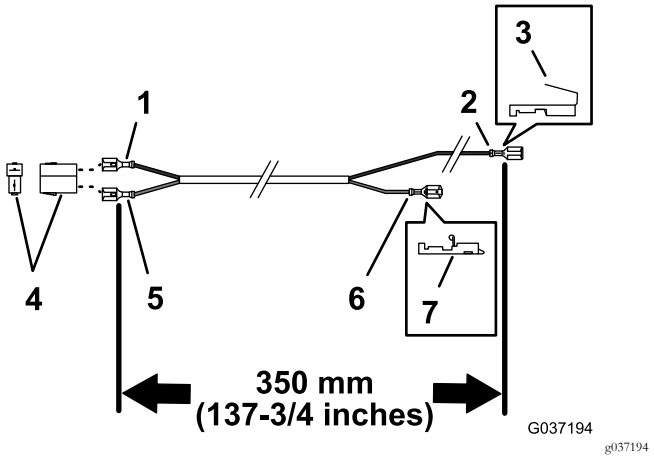

Figura 25
1. Individuate il cablaggio preassemblato da 350 cm (senza morsetto ad anello), come illustrato nella Figura 25.